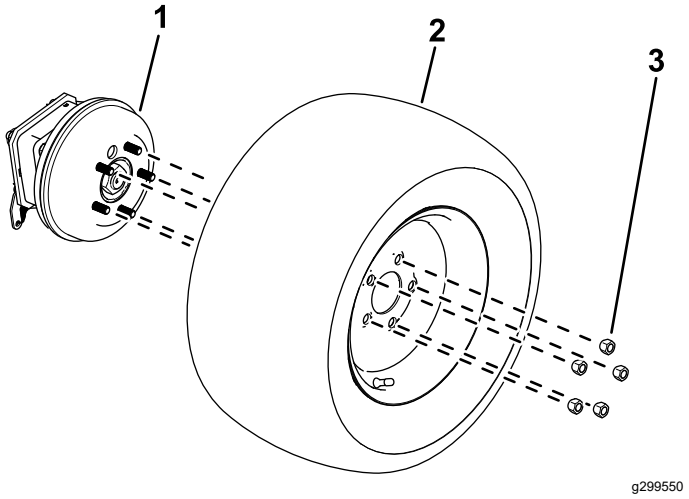

Figure 12
1. Desserrez et retirez les écrous de roue (Figure 12).
2. Déposez les roues des moyeux (Figure 12).
1. Fixez les roues sur les moyeux à l'aide des écrous de roues retirés précédemment (Figure 12).